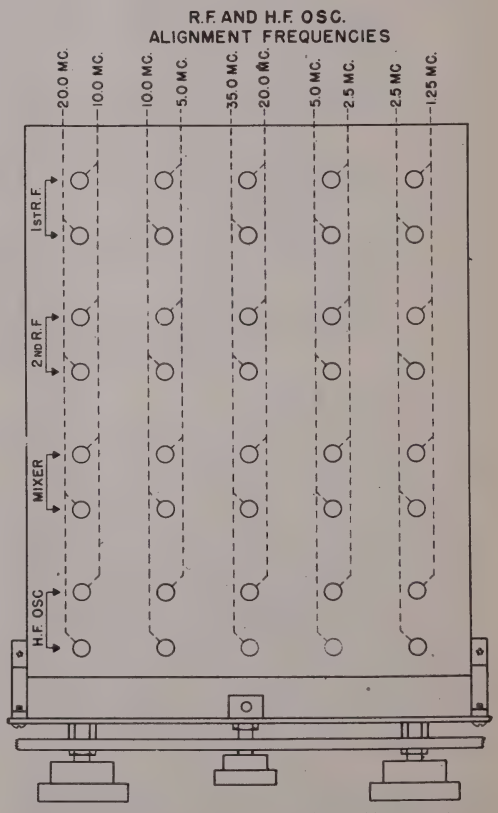

Figure 20. Radio Receiver R—270/FRR, alinement chart.
e. High-frequency Oscillator Calibration Check. The accuracy of the main dial calibration depends solely on the h-f oscillator frequency which, on all bands of the receiver except the 20- to 40-mc band, is 465 kc (the i. f.) higher than the signal frequency. The h-f oscillator frequency is 465 kc below the signal frequency on the 20- to 40-mc band. To check calibration, tune in signals of known frequency on each band and note the main dial reading. If it does not agree with the known frequency of the signal being received, the calibration is off. To correct dial calibration see the alinement chart (fig. 20) for location of h-f oscillator adjustments as well as the signal frequencies at which adjustments should be made. The signal generator may be set for the lower end of the band, and its second harmonic, if strong enough, may be used at the upper end. The output of the signal generator should be unmodulated,
and the SIGNAL MOD-CW switch on the receiver should be set at CW, the BEAT OSCILLATOR control at zero; and the BAND WIDTH at 16. Disconnect output meter and use headphones or a loudspeaker to make the necessary adjustments by the zero beat method. The signal generator is to be connected to the antenna input for this test. If this test is made, for example, on the 2.5- to 5.0-mc band and the signal generator is tuned for 2.5 mc, the second harmonic may be used at the 5.0-mc end of the band. Tune in the second harmonic at the 5.0-mc end of the dial to zero beat. If the dial is off the 5.0-mc calibration line, turn the dial toward the correct setting just enough to set up a high-pitched tone but not enough to go above audibility. With the alinement screwdriver, adjust the 5.0-mc h-f oscillator trimmer capacitor (fig. 20) until the beat is returned to zero. Repeat this until the dial has been returned to a correct reading and zero beat. After alining the 5.0-mc end of the band, tune the 2.5-mc fundamental at the l-f (low-frequency) end of the main dial, and correct the calibration step by step as before, using the inductance trimming adjustment h-f oscillator (2.5 mc). The 5.0-mc end will now be found out of line again, when tuned, since the adjustment at one end of the band affects the other end of the band. A back-and-forth check and readjustment will be necessary to bring both ends of this band into exact agreement with signal frequency and dial calibration.
g. R-F and Mixer Alinement. Accurate calibration and modulation of the signal generator is not required to check these adjustments. The input to the antenna connector should be through approximately 100 ohms, including the output resistance of the signal generator. If the signal generator is modulated, the receiver controls should be set as for i-f alinement; if unmodulated, set BEAT OSCILLATOR knob to 2 (on either side) and SIGNAL MOD-CW switch to CW. Adjust SENSITIVITY to produce a half-scale reading on the output meter when the signals are exactly in tune. Starting with the 2.5- to 5.0-mc band, set the main dial at 5.0 mc with BAND SPREAD dial at 100, and adjust the frequency of the signal generator to peak deflection of the output meter. Check the setting of the 5.0-mc mixer trimmer (fig. 20). Repeat this procedure on trimmers indicated as 2d RF and 1st RF in the same row. If readjustment of the settings result in an increase in output meter reading, alter the SENSITIVITY control to reduce the reading to half-scale. Check the tuning of the receiver after each adjustment to see that the test signal is accurately tuned. The BAND SPREAD control may be used as a vernier for this purpose on the bands in which it operates.